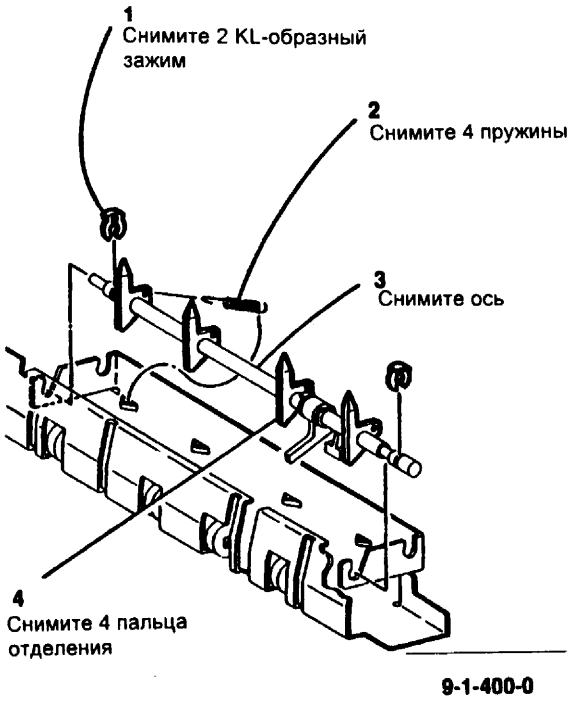

Рис. 3 Снятие пальцев отделения нагревательного вала
7. (Рис. 3) Снимите пальцы отделения нагревательного вала.